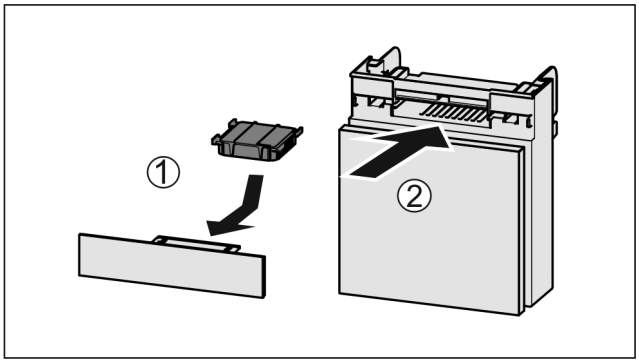

Fig. 253
▶ Insert the carbon filter as shown in the diagram *Fig. 253 (1)*.
▶ Push the compartment in *Fig. 253 (2)*.